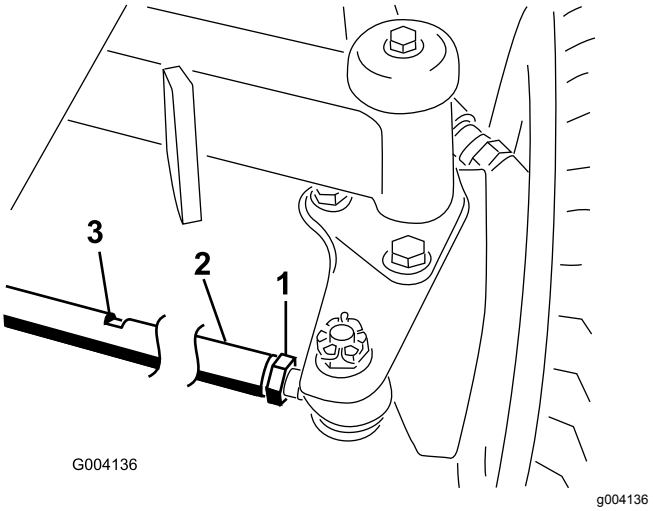

Рисунок 55
2. Ослабьте контргайку с каждой стороны соединительной тяги (Рисунок 55).